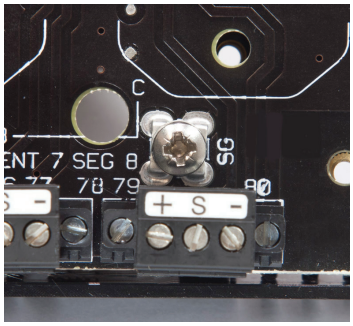

**Figure 5.6** - Ground connection
All segment cable screens are linked together and connected to a grounding screw terminal (SG) located close to the Segment 8 connection terminals. See Figure 5.6.
If the design policy is to ground the fieldbus cable screens at the fieldbus power supply, then the cable screens should be connected to the 'S' terminals on the pluggable field segment connectors. The 'SG' grounding screw (see Figure 5.6) should then be connected to a clean (electrical) ground point in the power supply cabinet. This also provides a ground reference for the F809F-Plus diagnostics module, if it is fitted.
In this situation, the cable screens should not be connected to the 'S' terminals but cut back and insulated to avoid contact. The 'SG' grounding screw (see Figure 5.6) should then be connected to a clean (electrical) ground point in the power supply cabinet to provide a ground reference for the F809F-Plus diagnostics module, if it is fitted.